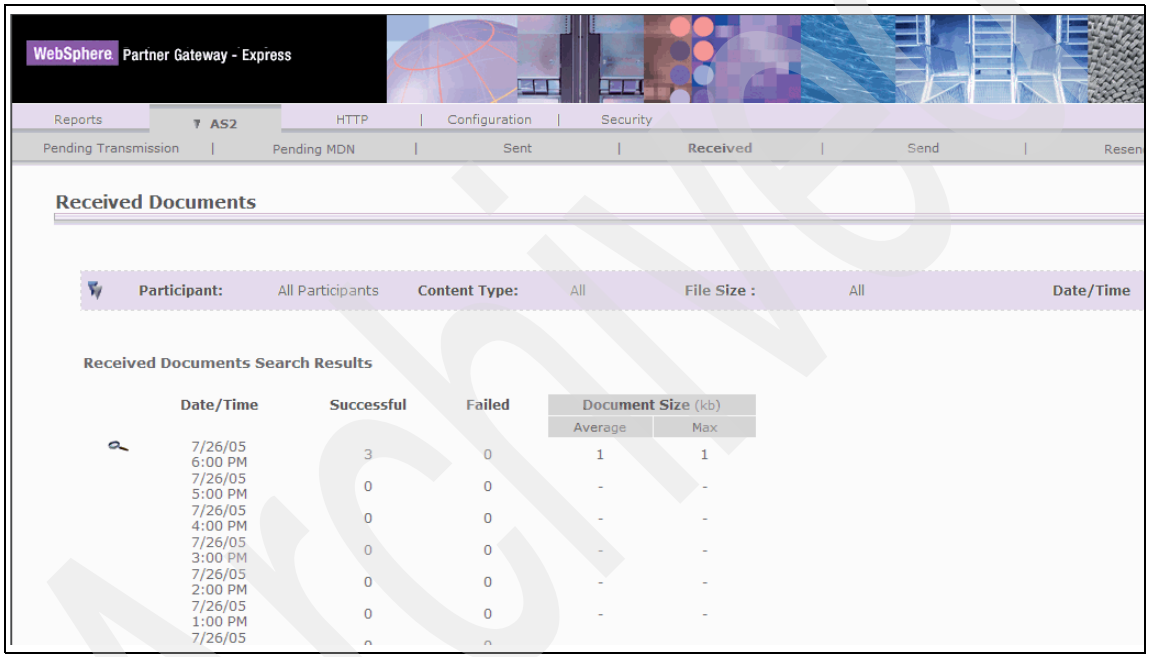

Figure 10-20 AS2 Received Documents Viewer
3. Enter any search parameters and click **Search**. You see a list of received documents that includes some statistical information, as shown in Figure 10-20.